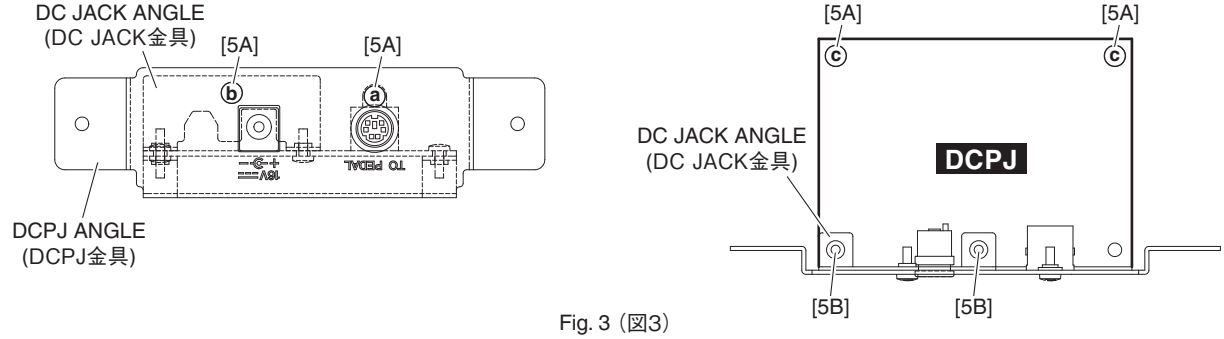

Fig. 3（図3）
4-3 Remove the four (4) screws marked [5A]. The DCPJ circuit board can then be removed from the DCPJ angle. (Fig. 3)
4-4 Remove the two (2) screws marked [5B]. The DC JACK angle can then be removed from the DCPJ circuit board. (Fig. 3)
* ***To assemble the DCPJ assembly, be sure to install the DC JACK angle to the DCPJ circuit board first. Then tighten screws in the order a to c as in Fig. 3 to assemble. (Fig. 3)***
4-3 [5A] のネジ 4 本を外して、DCPJ 金具から DCPJ シートを外します。(図 3)
4-4 [5B] のネジ 2 本を外して、DCPJ シートから DC JACK 金具を外します。(図 3)
※ **DCPJ Ass'y を組み立てる際は、始めに DC JACK 金具を DCPJ シートに組み付けてから、図 3 の a ～ c の順にネジ締めをしてください。(図 3)**